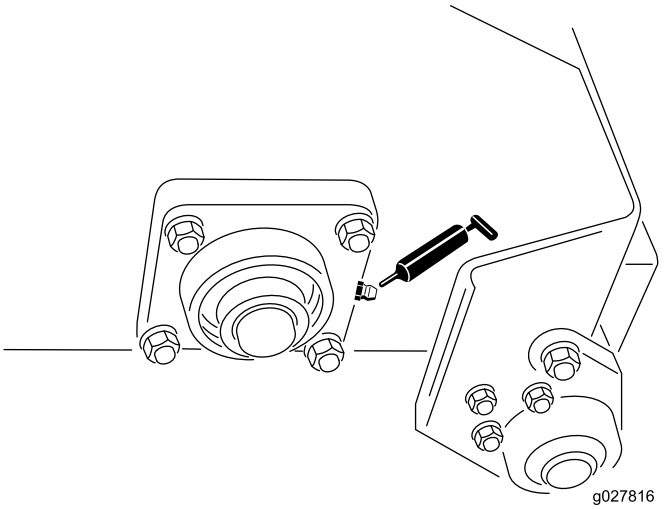

Figura 8
- Rolamentos do rotor dentado (2) (Figura 8)